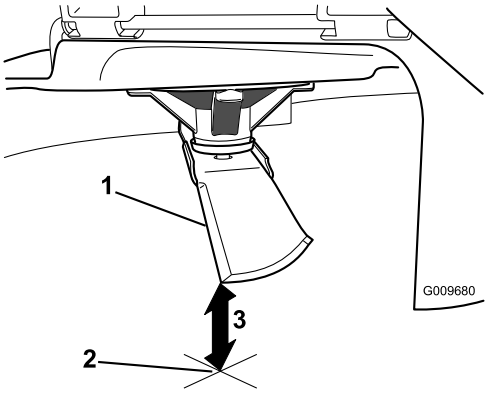

Figur 52
5. Mät från knivspetsen till den plana ytan (Figur 52).